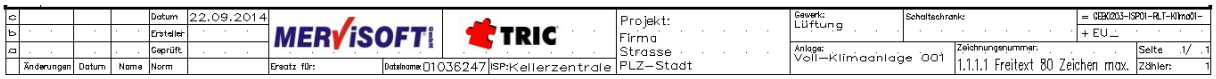

Bild 24.14 – Das Schriftfeld der neuen Zeichnung wird größtenteils automatisch ausgefüllt.
- darunter das Ortskennzeichen + *EU_* (Abb. 24.14).